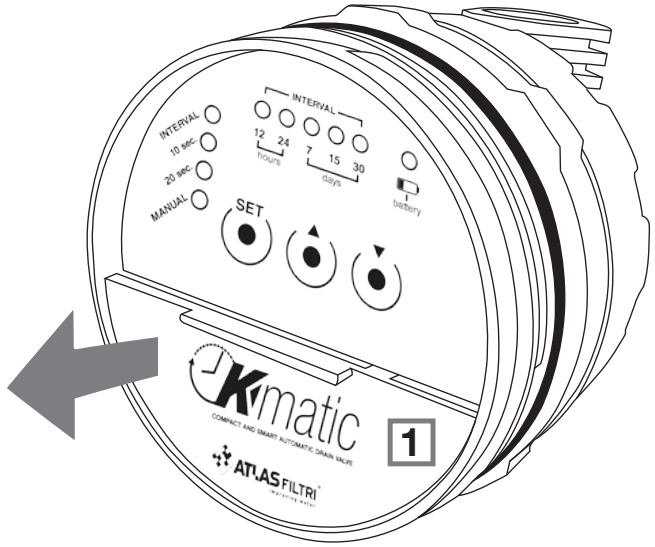

figura 1
- Deschideți compartimentul bateriei (1) înlăturând capacului situat în jumătatea inferioară a părții frontale a programatorului (figura 1)